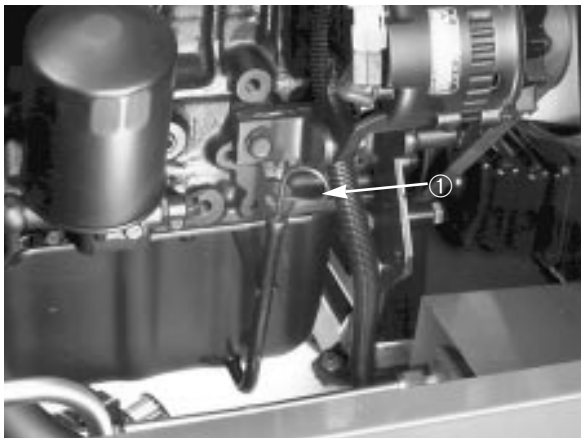

Fig. 2
3. Ta ut peilepinnen, tørk den ren, stikk den inn i påfyllingsrøret og trekk den ut igjen. Oljenivået skal være opp til FULL-merket (fig. 2).